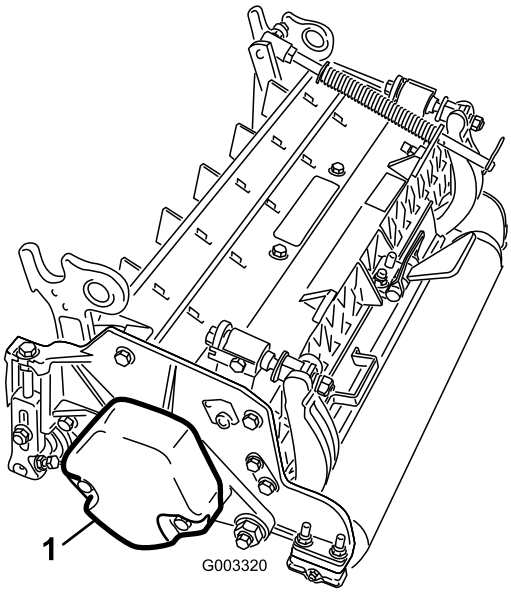

Figura 16
1. Nas unidades de corte nº 2, nº 4 e nº 6, remova os 2 parafusos que prendem o contrapeso à extremidade esquerda da unidade de corte. Remova o contrapeso (Figura 16).